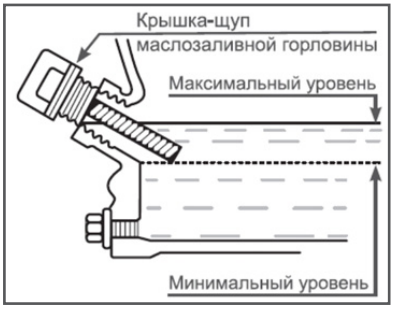

Рис. 11 Проверка уровня масла в картере
4. Установите крышку-щуп в отверстие горловины, не закручивая (Рис. 11).
Максимальный уровень масла в картере соответствует нижней кромке заливного отверстия (Рис. 11).
При недостаточном уровне масла в картере необходимо долить чистое масло до верхней отметки на щупе, что соответствует нижней кромке заливного отверстия (Рис. 11).
3. Протрите щуп насухо и вставьте в отверстие горловины, не закручивая (Рис. 11).